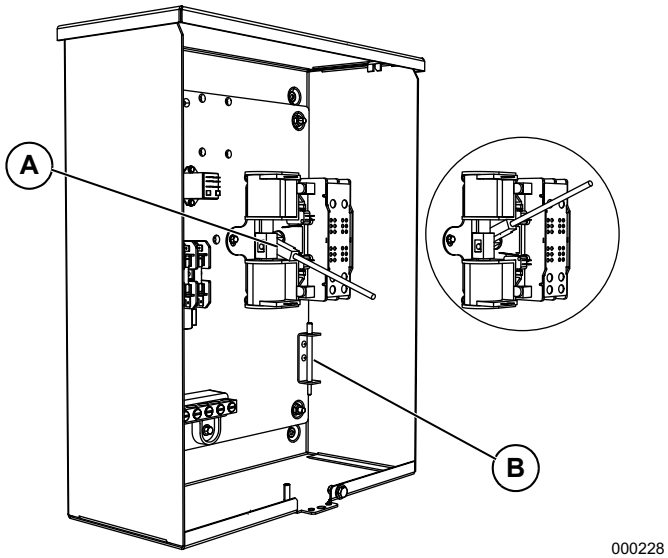

Figure 4-1.
A manual handle is shipped with the transfer switch. See 1 in Figure 4-1. Manual operation must be checked BEFORE the transfer switch is operated electrically. To check manual operation, proceed as follows:
Before proceeding, verify the position of the switch by observing the position of manual operation handle in Figure 4-1. If the handle is UP, the contacts are closed in the NORMAL (UTILITY) position, no further action is required. If the handle is DOWN, proceed with Step 1.
1. With the handle inserted into the movable contact carrier arm (see A in Figure 4-1), move handle UP. Be sure to hold on to the handle as it will move quickly after the center of travel.
2. Remove manual operating handle from movable contact carrier arm. Return handle to storage bracket (see B in Figure 4-1).
Before proceeding, verify the position of the switch by observing the position of the manual operation handle in Figure 4-1. If the handle is DOWN, the